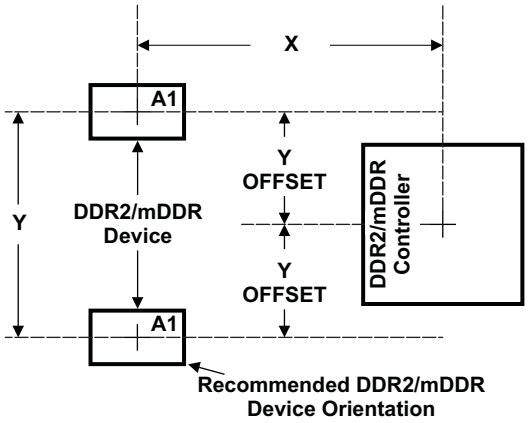

Figure 4-21. C6748 and DDR2/mDDR Device Placement
Figure 4-20 shows the required placement for the device as well as the DDR2/mDDR devices. The dimensions for Figure 4-21 are defined in Table 4-28. The placement does not restrict the side of the PCB that the devices are mounted on. The ultimate purpose of the placement is to limit the maximum trace lengths and allow for proper routing space. For single-memory DDR2/mDDR systems, the second DDR2/mDDR device is omitted from the placement.
(1) See Figure 4-21 for dimension definitions.
(2) Measurements from center of device to center of DDR2/mDDR device.
(3) For single memory systems it is recommended that Y Offset be as small as possible.
(4) Non-DDR2/mDDR signals allowed within DDR2/mDDR keepout region provided they are separated from DDR2/mDDR routing layers by a ground plane.
(5) w = PCB trace width as defined in Table 4-27.